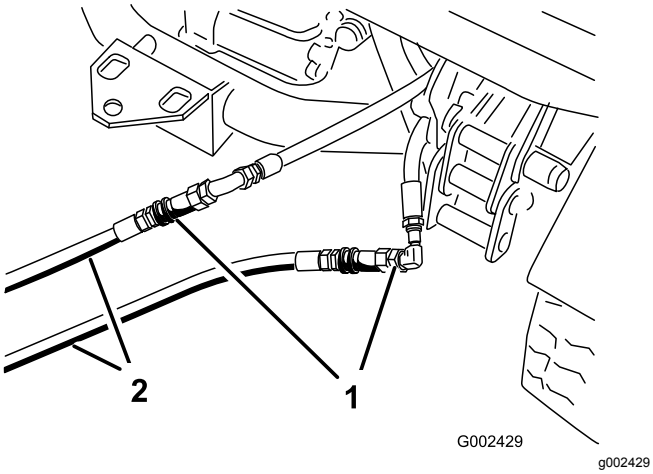

Figur 84
3. På den maskine, der ikke fungerer: Forbind de to startslanger med slangerne, der blev frakoblet (Figur 84).